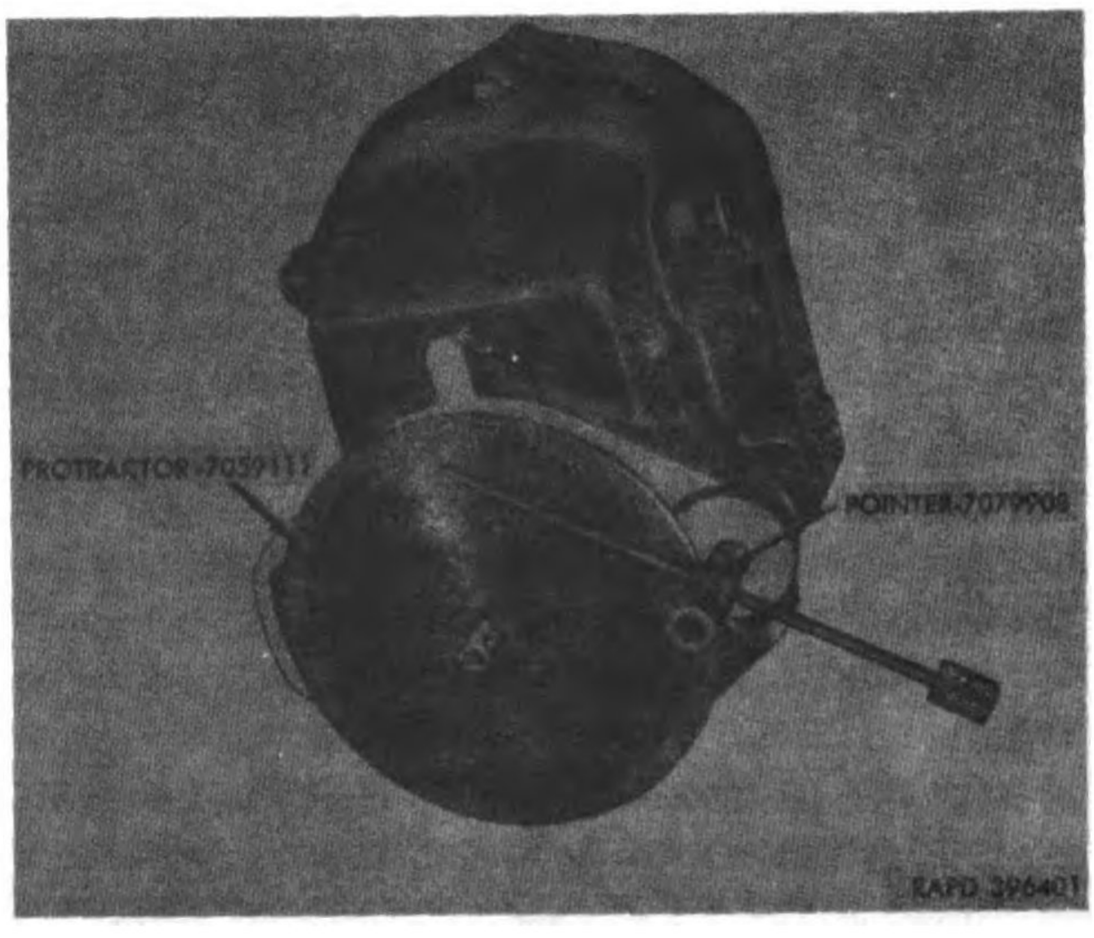

Figure 25. Timing magneto.
a. Remove the coupling nut, lockwasher, and coupling from the shaft. Place protractor 7059111 (type S6LN–32 magneto) or protractor 7059114 (type S4LN–32 magneto) on the shaft and assemble pointer 7079908 (fig. 25) to the housing.